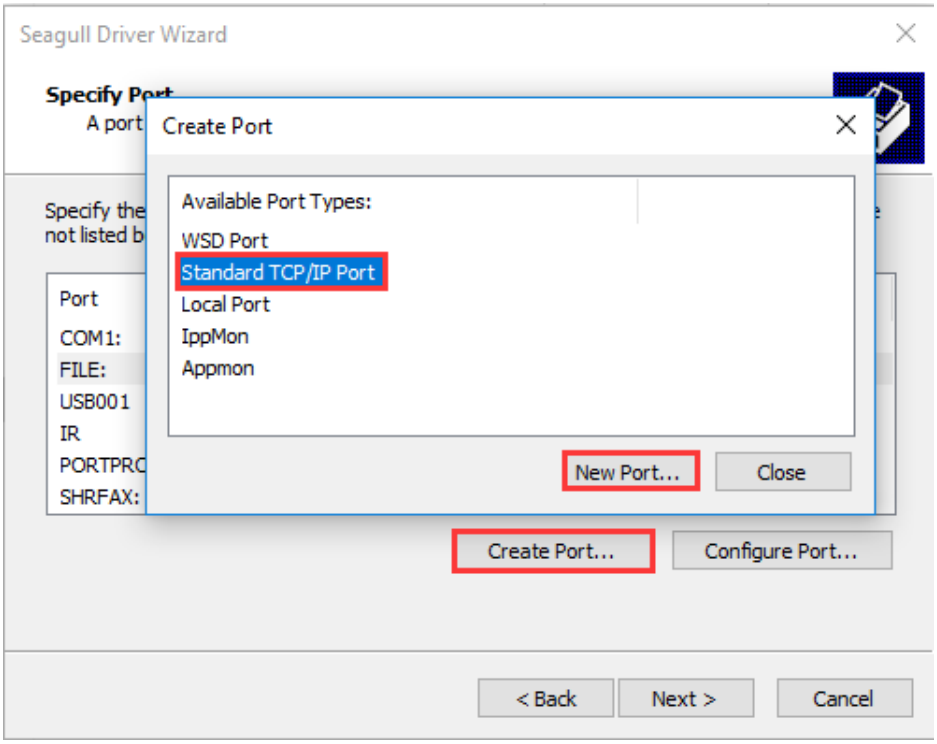

Figure 2-44 Create Port
5. On the "Specify Port" screen, click "Create Port…" to bring up "Create Port" dialog box, select "Standard TCP/IP Port" - "New Port…", as shown in Figure 2-44.